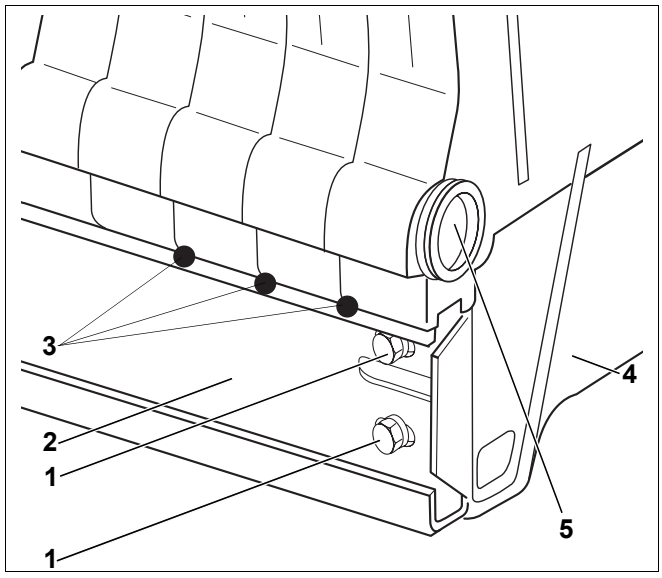

Rys. 20 Uszczelnienie bloku kotła
- Założyć podkładki nóżek członu (rys. 13, strona 16) na nóżki członu końcowego (rys. 20, **poz. 4**).
- Przy pomocy dwóch śrub z łbem sześciokątnym M8 x 30 (rys. 20, **poz. 1**) i nakrętek przymocować szynę podporową (rys. 20, **poz. 2**) do członu tylnego (rys. 20, **poz. 4**).
- Po zamocowaniu szyny podporowej do członu końcowego (rys. 20, **poz. 4**) należy zdjąć ściągi.
- Nanieść kit punktowo, jak pokazano na rys. 20, **poz. 3**.
- Wkręcić korek z otworem spustowym (korek zaślepiający przyłącze 1¾" × ¾") w piastę przednią dolną (rys. 20, **poz. 5**, strona 21), wkładając uprzednio uszczelkę płaską. Wykonawca instalacji może zamontować zawór spustowy.